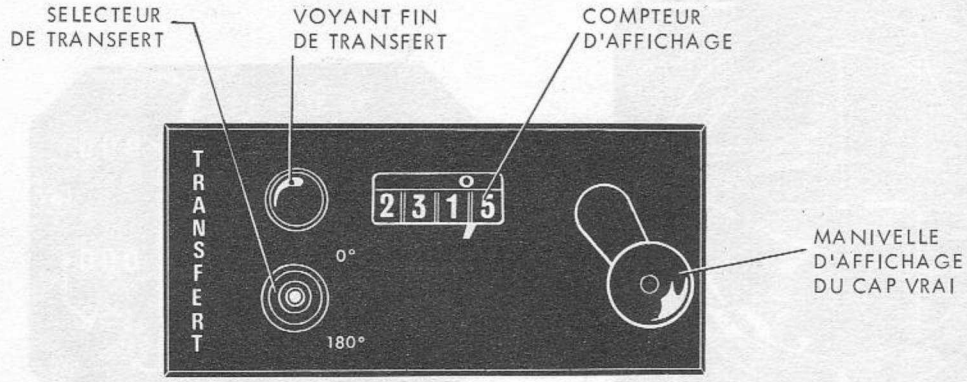

FIGURE 15 - BOITE DE TRANSFERT DU CAP VRAI INITIAL
9.3.2.1.2 - Boîte de transfert du cap vrai initial (Fig. 15)